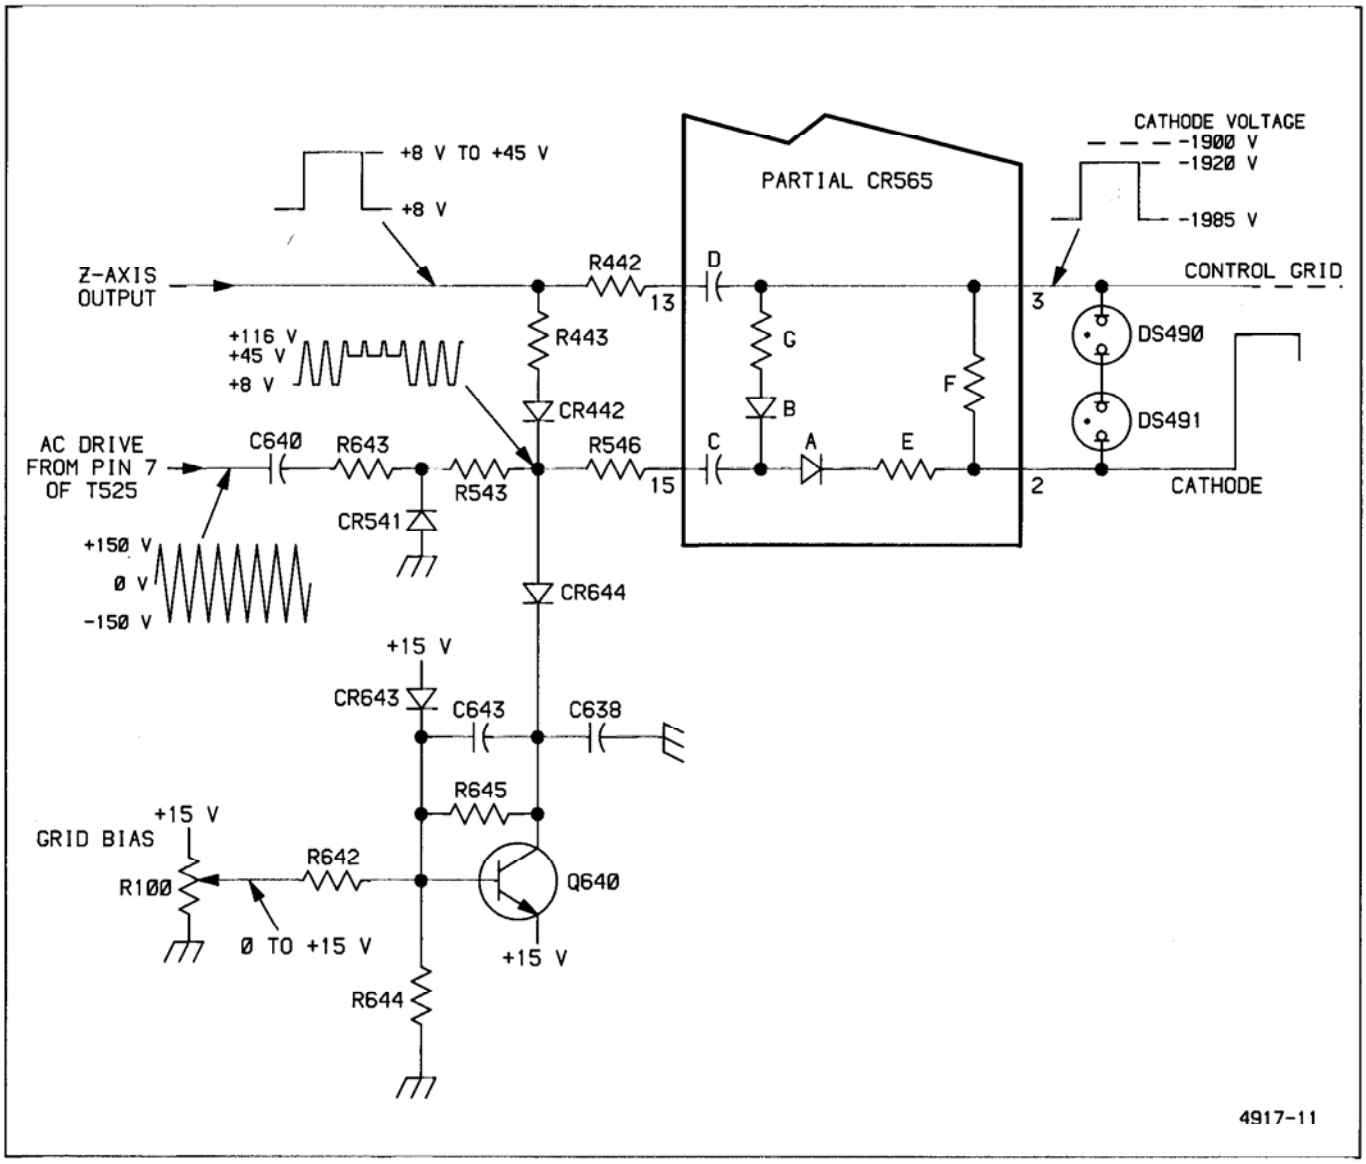

Figure 3-10. DC Restorer.
The DC Restorer provides crt control-grid bias and couples both the dc and the low-frequency components of the Z-Axis drive signal to the crt control grid. This circuit allows the Z-Axis Amplifier to control the display intensity by coupling the low-voltage Z-Axis drive signal (VZ) to the elevated crt control grid potential (about −1.9 kV). Refer to Figure 3-10 for the following description.
DC RESTORATION. The DC Restorer circuit in the High-Voltage Module is referenced to the crt cathode voltage via a connection within CR565. Capacitor C (labeling shown in Figure 3-10), connected to pin 15 of CR565, initially charges to a level determined by the difference between the Z-Axis signal level and the crt cathode potential. The Z-Axis signal sets the level on the positive plate of capacitor C through R443, CR442, and R546; the level on the negative plate is set by the crt cathode voltage through resistor E and diode A. Capacitor D is charged to a similar dc level through resistor F and R442.